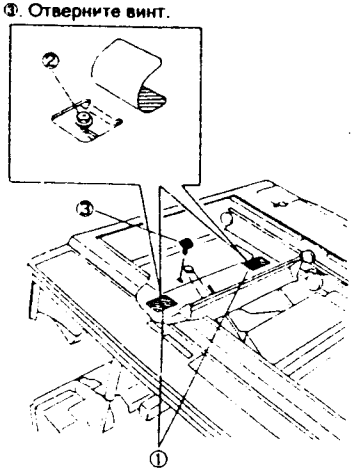

Рис. 1 NZM-0135
7. (Рис. 1): Ослабьте винт крепления узла вентилятора фьюзера.
①. Удалите закрывающую винты липкую ленту.
②. Достаточно хорошо ослабьте винты.